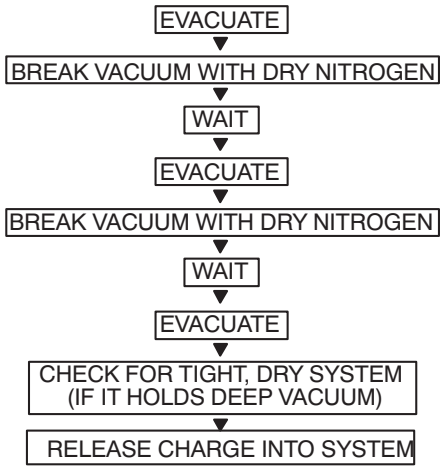

Fig. 24 —Triple Evacuation Method
1. Completely tighten the flare nuts. Connect the manifold gage charge hose to a charge port of the low side service valve (see Fig. 24).
The triple evacuation method should be used when vacuum pump is not capable of pumping down to 500 microns and system does not contain any liquid water. Refer to Fig. 24 and proceed as follows:
5. Repeat this procedure as indicated in Fig. 24. System is now free of any contaminants and water vapor.